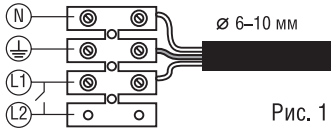

Рис. 1
- Подключите кабель к клеммной колодке внутри светильника как показано на Рис. 1. Клемма L2 предназначена для реализации вкл/выкл светильника.